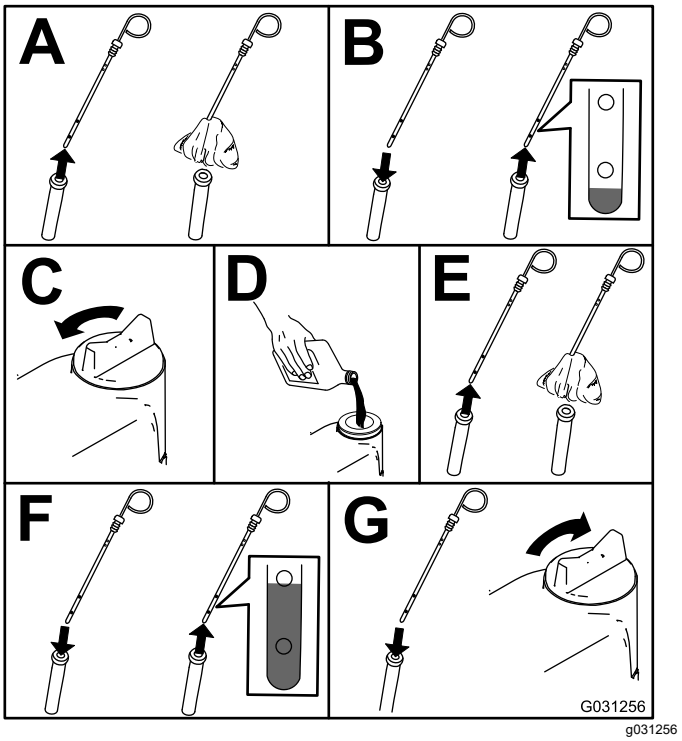

Bild 49
2. Prüfen Sie den Ölstand im Motor, siehe Bild 49.